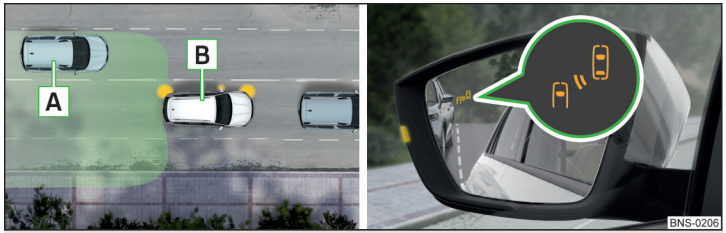

Fig. 212 **Situación de conducción / Testigos de control en el retrovisor izquierdo avisa sobre la situación de conducción**
- Su vehículo **B** es adelantado por el vehículo **A** » fig. 212.